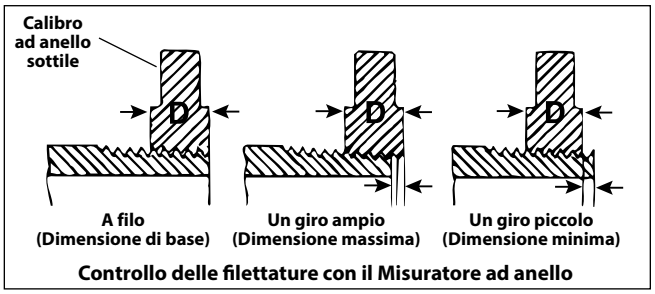

Figura 16 – Controllo della dimensione della filettatura
3. Esaminare la dimensione della filettatura. Il metodo preferito di controllo delle dimensioni della filettatura è con un misuratore ad anello. Esistono vari tipi di misuratori ad anello, e il loro utilizzo potrebbe essere diverso da quello mostrato nella *Figura 16*.